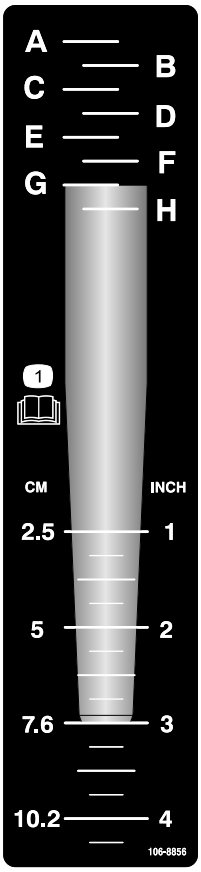

Figur 20
1. Læg den ønskede pibe oven på dybdemærkaten, når pibespidsen justeres med den ønskede luftningsdybde som vist i Figur 20.
2. Bestem den bogstavsindstilling, som pibens monteringsende skal rettes ind efter (Figur 20). Juster dybdekontrolenheden i forhold til det tilsvarende bogstav på mærkaten.